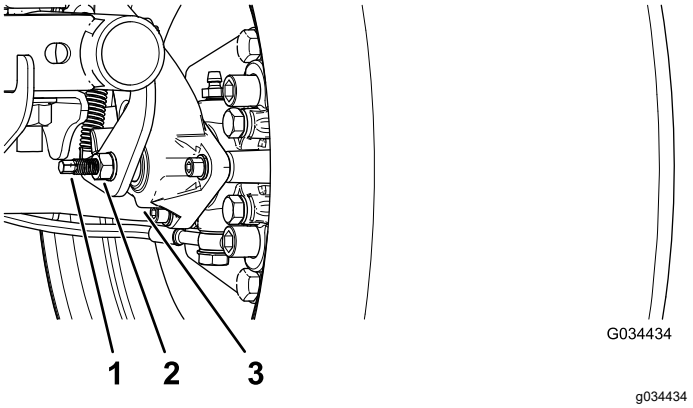

Bild 64
3. Verwenden Sie zwei Schraubenschlüssel und arretieren Sie die Strebe an der Bremsbacke mit einem Schraubenschlüssel und lösen Sie die Klemmmutter um eine Vierteldrehung mit dem anderen (Bild 64).
4. Halten Sie die Strebe zum Einstellen und die Klemmmutter fest und drehen Sie die Strebe zum Einstellen, um sie anzuziehen (Bild 64).
5. Halten Sie die Strebe zum Einstellen und die Klemmmutter fest und drehen sie um eine Vierteldrehung heraus (Bild 64).
6. Halten Sie die Strebe zum Einstellen und die Klemmmutter fest und ziehen Sie die Klemmmutter an (Bild 64).